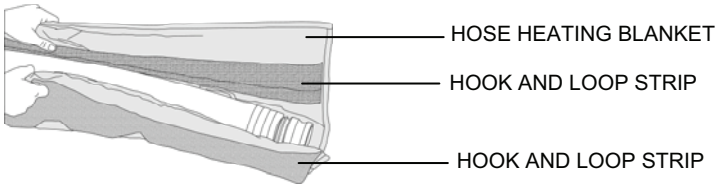

Figure 16. Hose Heating Blanket Installation.
2. Install hose heating blankets as follows (Figure 16):